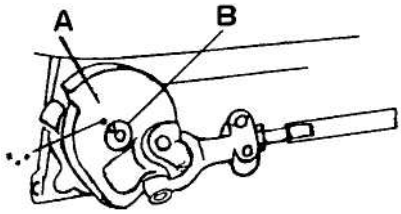

Рис. 19
Стандартное положение нитевого крючка определяется положением коленчатого вала «A» нитевого крючка и основного вала «B». Когда метка «.» на коленчатом рычаге совпадает с осью клиновидного паза главного вала, зафиксируйте коленчатый рычаг нитевого крючка в этом положении (рис. 19).
3. В результате регулировки положения метки «.» на коленчатом валу нитевого крючка относительно клиновидного паза главного вала (рис. 19) меняется расположение нитевого крючка, поэтому необходимо выполнить более точную регулировку его положения. Идеальные условия работы обеспечиваются только при тщательном подборе и повторной регулировке трех указанных выше условий.
1. Регулировка взаимного расположения осуществляется посредством регулировки положения метки «.» на коленчатом валу нитевого крючка и клиновидного паза на главном валу (рис. 19).